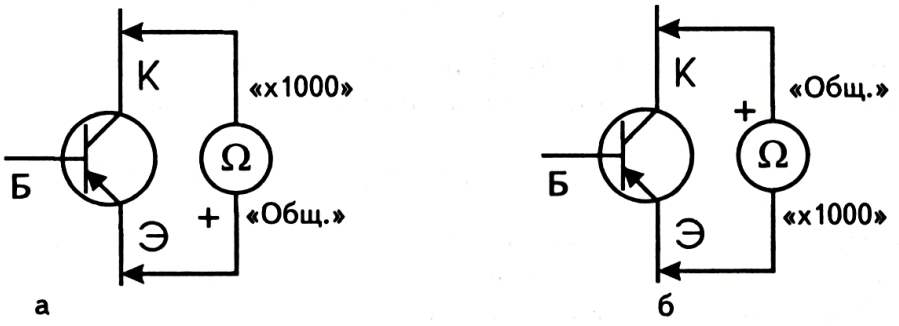

Рис. 8
1. Подключите омметр к транзистору *p-n-p*-типа так, как показано на рис. 8, *а* и *б* и измерьте сопротивления участков эмиттер—коллектор и коллектор—эмиттер.